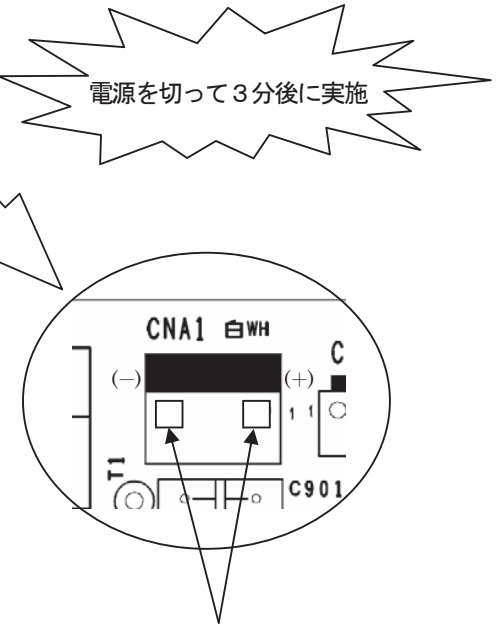

図２．部品配置拡大図
2. コネクタ（CNA1）の両極を測定し，**電解コンデンサに充電された DC 電圧が十分に放電した**事を確認して下さい。（図２参照）